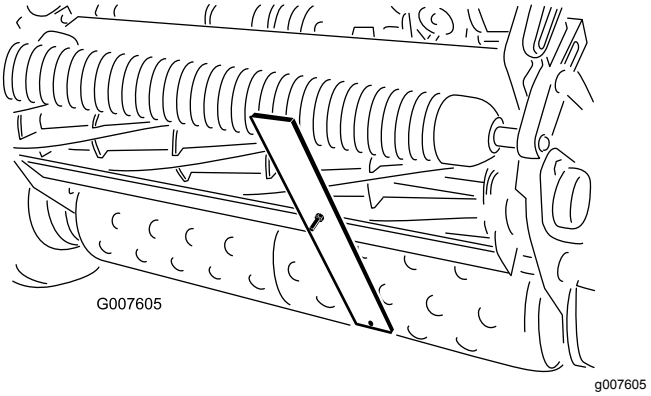

Figur 56
4. Hekt skruehodet på motstålets knivegg, og la den bakre delen av stangen hvile mot den bakre delen av valsen (Figur 56).